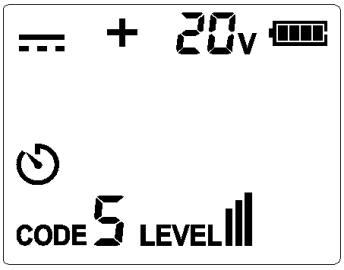

Figure 9.1a DC voltage measurement
4. When the voltage is 8 V ~ 480 V DC/AC (50/60 Hz). If the measured voltage is DC voltage and the positive pole is connected to V+ port, then the polarity of the port will be displayed (the polarity of V+ port is “+”). As shown in Figure 9.1a.